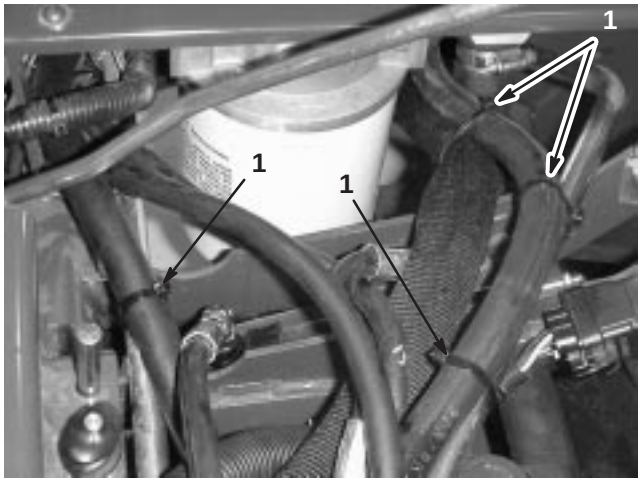

Figure 4
14. Using the 4 cable ties, secure the hoses at the locations shown in Figure 4.